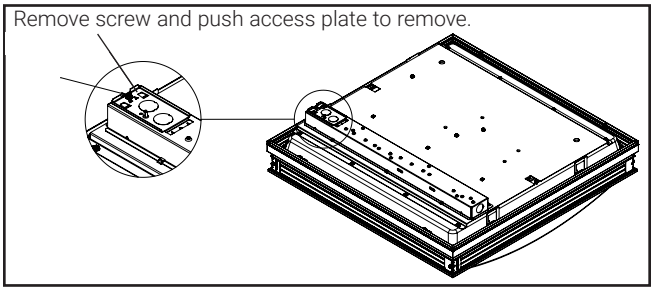

Figure 1.
3. Locate fixture access plate and slide to remove it (Fig. 1). **NOTE:** Some arrangements require two junction boxes and have multiple connection. Shown here is the most common.